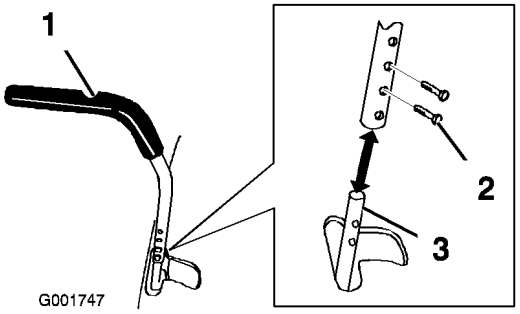

Figure 7
1. Placez le levier de commande à la hauteur voulue et dans l'alignement des trous de l'axe (Figure 7).
2. Insérez 2 boulons (1/4 x 3/4 po) dans le levier de commande et l'axe (Figure 7).